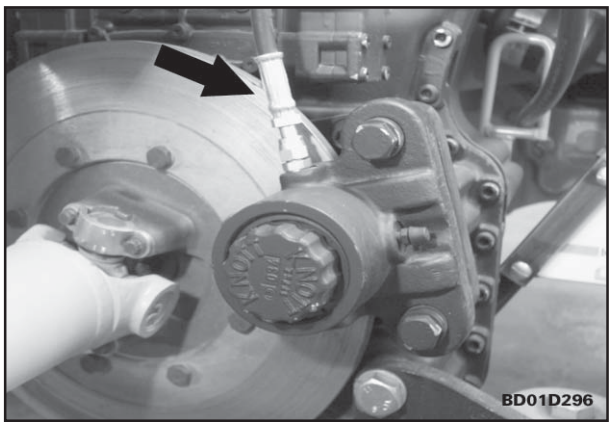

Fig. 3
6. Remova a mangueira do freio de estacionamento. Instale uma tampa na mangueira e um bujão na conexão (fig. 3).